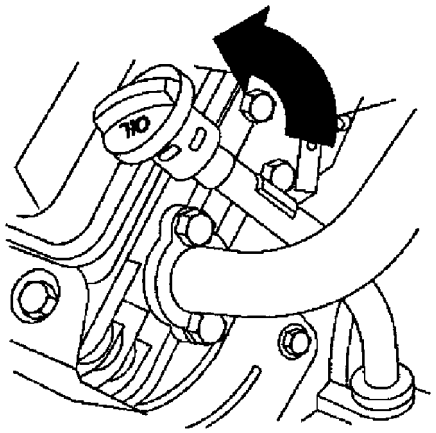

Afbeelding 1
2. Verwijder de peilstok en veeg deze af met een schone doek (Afb. 1). Duw de peilstok in de buis. Let erop dat de peilstok er volledig in schuift. Haal de peilstok uit de buis en controleer het oliepeil.